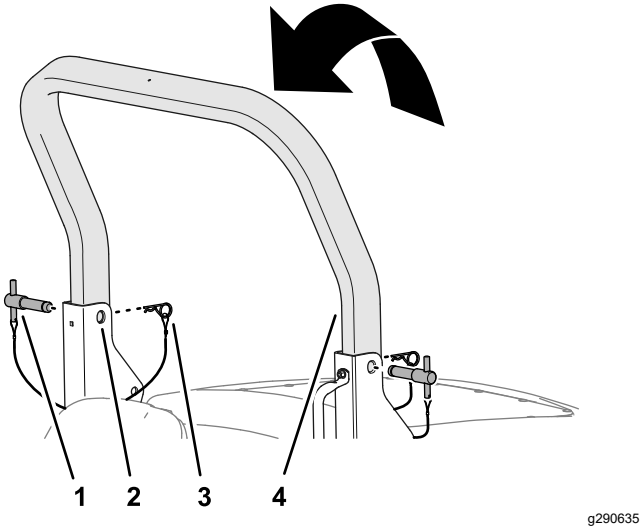

Figur 29
3. Hæv den øvre styrtbøjle, indtil hullerne i styrtbøjlen flugter med aksebeslagene (Figur 29).
4. Sæt styrtbøjlestifterne gennem de øverste huller i aksebeslagene og den øvre styrtbøjle (Figur 29).
5. Fastgør styrtbøjlestifterne i aksebeslagene med låseclipsene (Figur 29).